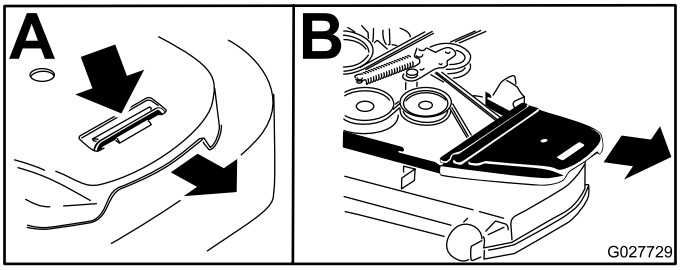

Figur 60
7. Ta bort remkåporna och tillhörande skruvar (Figur 60).